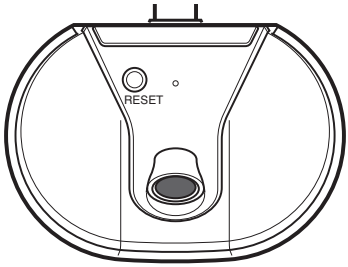

Figura 11
- Botón de reinicio (vea la Figura 11): presione el botón RESET durante 15 segundos para restablecer la luz.